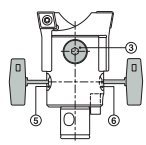

Рис.5
Настройте резцовые вставки на заданный диаметр с помощью винтов (5) и/или (6) (Рис. 5).